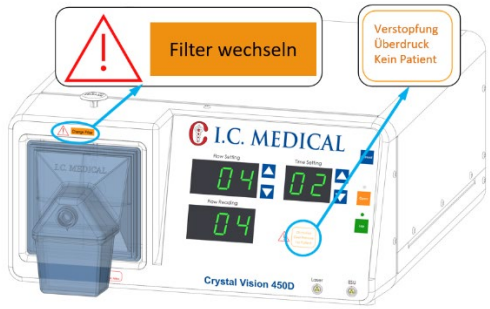

Abbildung 17: Anzeigen auf der Frontplatte.
10. Die Anzeige FILTER WECHSELN befindet sich über dem Filter (Abbildung 17). Sie leuchtet auf, wenn der Durchfluss in das CRYSTAL VISION®-Gerät verringert ist. Der **SAFEGUARD BLUE®** hydrophobe ULPA-Filter mit eingebauter Flüssigkeitsfalle sollte ersetzt werden, wenn dieses Licht zum ersten Mal aufleuchtet. Versuchen Sie nicht, den **SAFEGUARD BLUE®** hydrophoben ULPA-Filter mit eingebauter Flüssigkeitsfalle zu reinigen oder wiederzuverwenden. Entsorgen Sie den **SAFEGUARD BLUE®** hydrophoben ULPA-Filter mit eingebauter Flüssigkeitsfalle gemäß dem Protokoll für biologische Abfälle Ihrer Einrichtung. Diese Anzeige leuchtet auch auf, wenn eine vollständige Verstopfung vorliegt. Wenn die Anzeige VERSTOPFUNG ebenfalls leuchtet, müssen Sie zuerst das Hindernis beseitigen, das sie verursacht hat, und dann die Anzeige FILTER WECHSELN überprüfen Wenn die Anzeige FILTER WECHSELN immer noch leuchtet und die Anzeige VERSTOPFUNG nicht leuchtet, muss der **SAFEGUARD BLUE®** hydrophobe ULPA-Filter mit eingebauter Flüssigkeitsfalle ausgetauscht werden.
11. VERSTOPFUNG zeigt an, dass der Fluss in das CRYSTAL VISION®-Gerät gestoppt hat (Abbildung 17). Zu diesem Zeitpunkt leuchtet auch die Anzeige FILTER WECHSELN auf. Der Bediener sollte nach geknickten Schläuchen, ausgeschalteten Absperrhähnen, verstopftem Insufflator, verwendbar bis Datum des großen Aktivkohle-Ausgangsfilters aus Kokosnussschalen oder eine vollständig verstopfte bzw. gefüllte Flüssigkeitsfalle im **SAFEGUARD BLUE®** Hydrophobic ULPA-Filter mit integrierter Flüssigkeitsfalle. Um einen Pumpenausfall zu vermeiden, wird die CRYSTAL VISION® -Pumpe nicht aktiviert, wenn diese Lampe leuchtet.
12. ÜBERDRUCK zeigt einen Druck von mehr als 27 mmHg im Pneumoperitoneum an (Abbildung 17). Bei Drücken über 30 mmHg startet die Vakuumpumpe, um den Druck im Pneumoperitoneum zu verringern. Diese Situation kann durch viele Faktoren verursacht werden. Häufig drückt der Chirurg auf den Bauch und dies führt zu einem Anstieg des intraabdominalen Drucks. Beheben Sie die Ursache, bevor Sie fortfahren.
13. Die Anzeige „KEIN PATIENT“ (Abbildung 17) leuchtet auf, wenn sich das CRYSTAL VISION®-Gerät im MODUS LAP befindet, wenn am SAFEGUARD BLUE® hydrophoben ULPA-Filter mit eingebauter Flüssigkeitsfalle Nulldruck oder Atmosphärendruck vorhanden ist. Das Schlauchset darf nicht an die Trokarhülse oder an den SAFEGUARD BLUE® hydrophoben ULPA-Filter mit eingebauter Flüssigkeitsfalle angeschlossen werden. Das Ventil der Trokarhülse kann ausgeschaltet sein oder der SAFEGUARD BLUE® hydrophobe ULPA-Filter mit eingebauter Flüssigkeitsfalle darf nicht an den SAFEGUARD BLUE® hydrophoben ULPA-Filter mit Anschluss für die eingebaute Flüssigkeitsfalle angeschlossen werden.